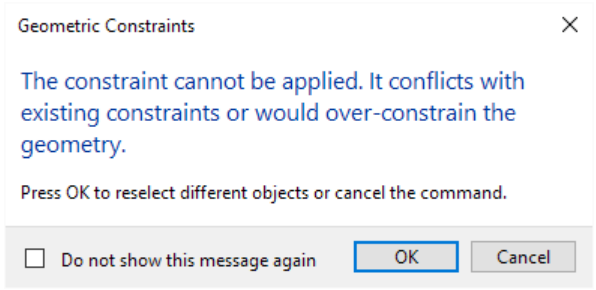
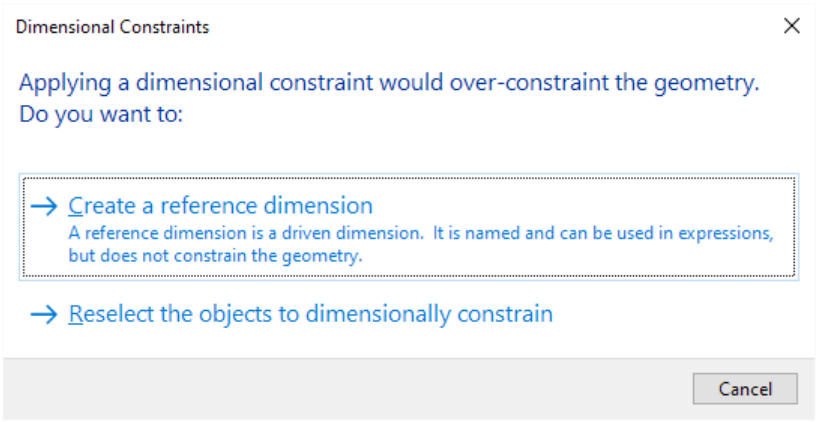

Figure 1-20 *The* ***Geometric Constraints*** *message box displayed on applying more than the required geometric constraints*
Figure 1-21 *The* ***Dimensional Constraints*** *message box displayed on applying more than the suggested dimensional constraints*
An over-defined sketch is the one in which some of the geometrical constraints, dimensional constraints, or both are conflicting. Also, if the geometrical constraints or the dimensional constraints in a sketch exceed the required number, the sketch will be over-defined. If you try to apply more geometrical constraints or dimensional constraints to a fully-defined entity, a message box will be displayed with the message that applying this constraint will over define the entity, as shown in Figure 1-20 and Figure 1-21.
*If you apply dimensional constraint to a fully-defined entity, the **Dimensional Constraints** message box will be displayed, refer to Figure 1-21. Choose the **Create a reference dimension** option from the message box to convert that particular dimension into a reference dimension.*